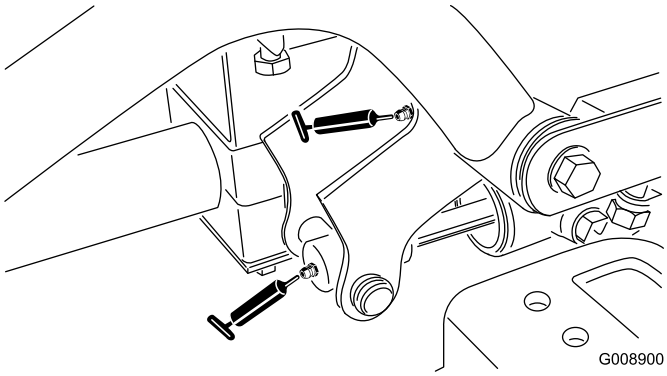

Figur 37
- Forreste venstre løftearms drejetap og løftecylinder (2) (Figur 37)